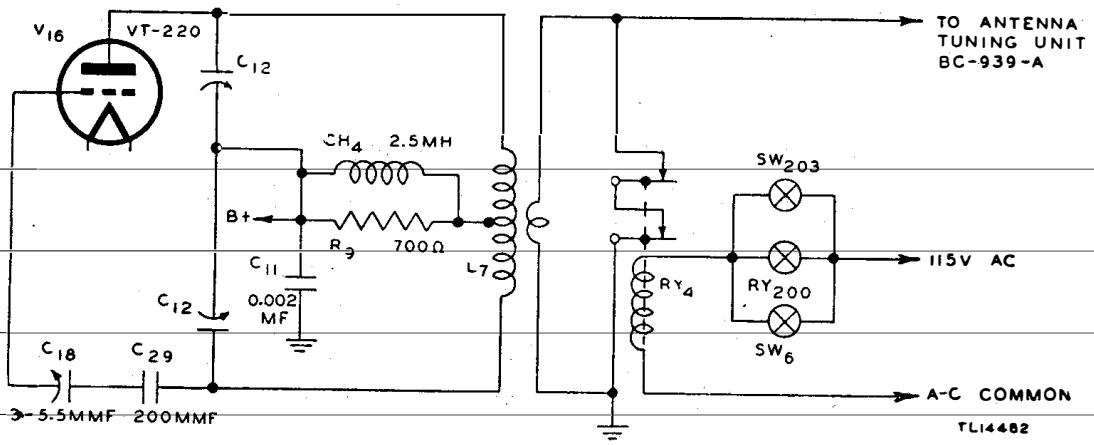

Figure 76. Antenna shorting relay RY_4—functional diagram.
c. Antenna Shorting Relay RY_4 (fig. 76). Relay RY_4 is a double-pole, double-throw relay located on the r-f deck of the transmitter near the p-a tank coil. Its purpose is to short-circuit the antenna-coupling coil of the p-a tank coil when the transmitter is not in operation. The coil of relay RY_4 is connected in parallel with the coil of relay RY_1; therefore both relays operate at the same time. When relay RY_4 is not energized, the contacts are connected in series across the antenna-coupling coil, shorting it out. When the relay is energized, the contacts are drawn apart, removing the short circuit from across the coupling coil.